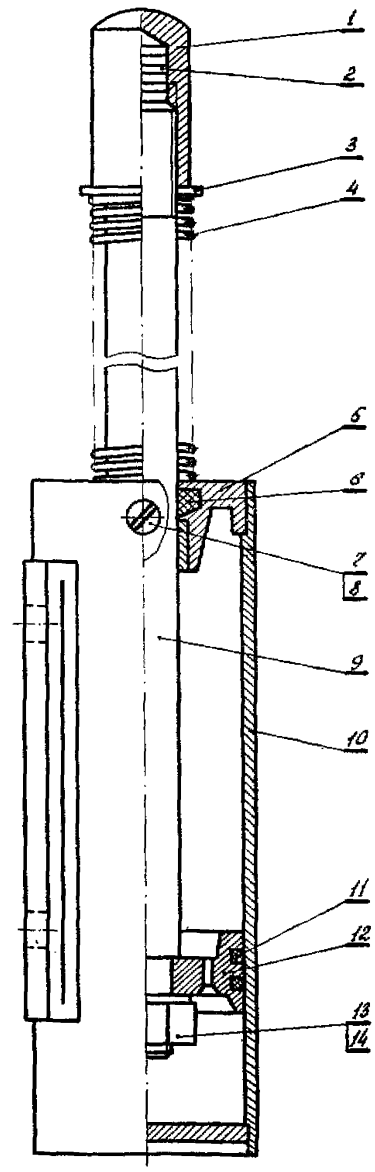

Рис. I0. Буфер:
07.2. Отвинтить наконечник I со штока 9 (рис. I0).
Примечание. Регулировка буфера путем установки шайб 2 в наконечник I (см. рис. I0) производится при регулировке отделителя.
I0.3. Отрегулировать дополнительный запас хода штока буфера I6 (см.рис.I),который должен быть I2-I5 мм.Регулировка производится наконечником I (см.рис.I0) и вложенными в него шайбами 2. В отключенном положении отделителя резиновый буфер должен упираться в кронштейн 7 (см.рис.8).